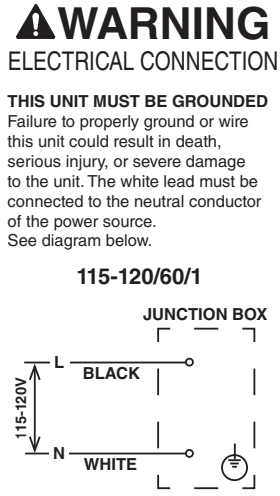

Fig. 12
- **Hard-Wired Models:** Hard-wired electrical connections must be made in accordance with the instructions on the "WARNING" tag, provided with the pig tail leads in the junction box. See Fig. 12.
- The white lead must be connected to the neutral conductor of the power source. ***NOTICE!*** **Miswiring may result in severe damage to the appliance. See Fig. 12.**